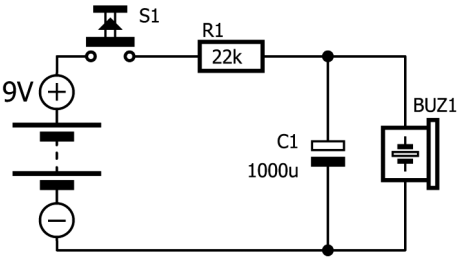
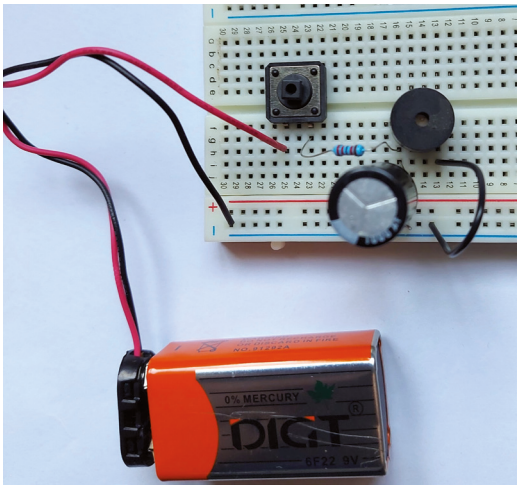

Figure 2.32 Circuit diagram of project 2.
Figure 2.33 Assemble the project on a breadboard.
Circuit diagram: Figure 2.32 shows the circuit diagram of the project.
Construction: Construct the project by placing the components on the breadboard as shown in Figure 2.33
- Construct the circuit as shown in Figure 2.32 and Figure 2.33.